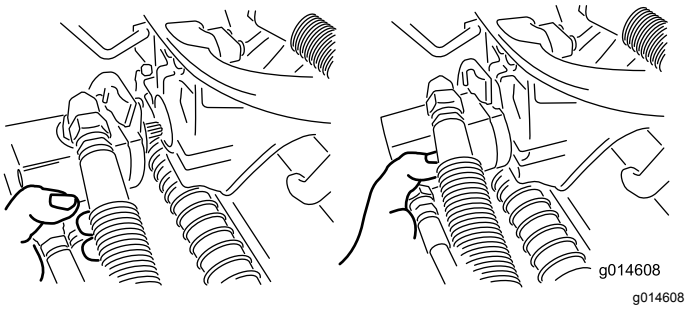

Rysunek 46
3. Umieść silnik w magazynku znajdującym się z przodu ramienia podwieszonego (Rysunek 46).